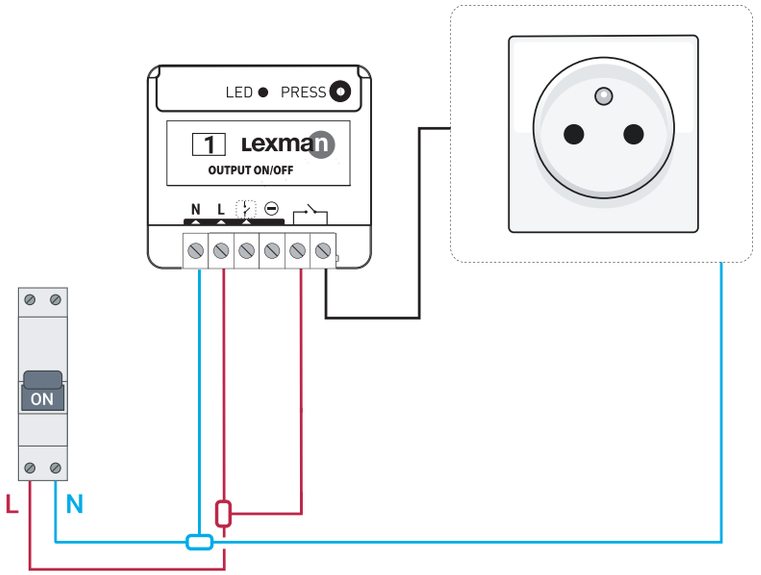

Rys. 4
3. Podłączyć odbiornik ON/OFF zgodnie z rysunkiem (Rys. 4).